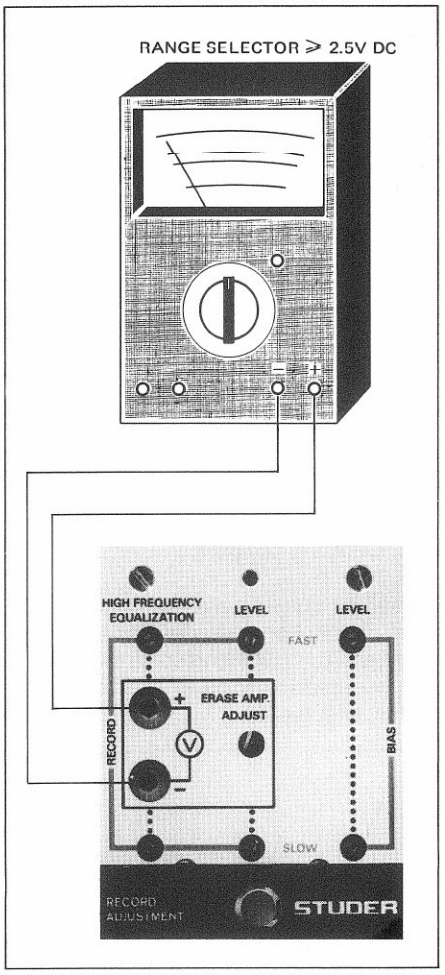

Fig. 10.5
- Am Steckeinsatz RECORD ADJUSTMENT des ersten Aufnahmeverstärkers ein erdfreies Universal-Messinstrument (≧ 20 kOhm/V) anschliessen (siehe Fig. 10.5).
- Connect a floating DC voltmeter (≧ 20 kOhms/V) to the first amplifier, between the test sockets as indicated on the record adjustment module (see fig. 10.5).